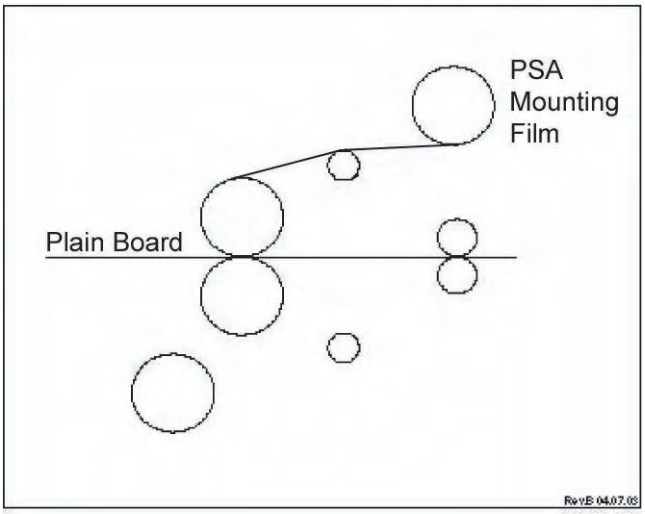

Fig. 19
1. Load the laminator as shown in Fig 19.